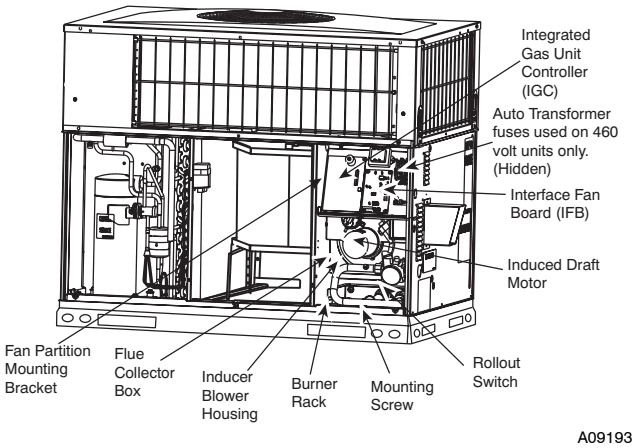

**Fig. 18 - Blower Housing and Flue Collector Box**
Unit is equipped with a direct spark ignition 100 percent lockout system. Ignition module (IGC) is located in the control box (See Fig. 18). Module contains a self-diagnostic LED. During servicing, refer to label diagram or Table 5 in these instructions for LED interpretation.
5. Remove fan partition mounting bracket (2 screws located on the left side of control compartment on the fan partition panel). Slide bracket forward, bottom first, to remove (See Fig. 18).
7. Remove the mounting screw that attaches the burner rack to the unit base (See Fig. 18).
8. Partially slide the burner rack out of the unit (see Fig. 18 and 21). Remove ignitor and sensor wires at the burner assembly. Remove rollout switch wires.
9. Slide the burner rack out of the unit (See Fig. 18 and 21).